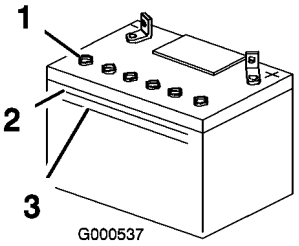

Figure 32
2. Observez le côté de la batterie. Le niveau de l'électrolyte doit atteindre le trait supérieur (Figure 32). Le niveau d'électrolyte ne doit pas descendre au-dessous du trait inférieur (Figure 32).
3. Enlevez les bouchons d'aération de la batterie (Figure 32)
4. Versez de l'eau distillée avec précaution dans chaque élément jusqu'au repère supérieur (Figure 32) sur le côté de la batterie.
5. Attendez cinq à dix minutes après avoir rempli les éléments. Au besoin, ajoutez de l'eau distillée pour amener le niveau jusqu'au repère supérieur sur le côté de la batterie (Figure 32).